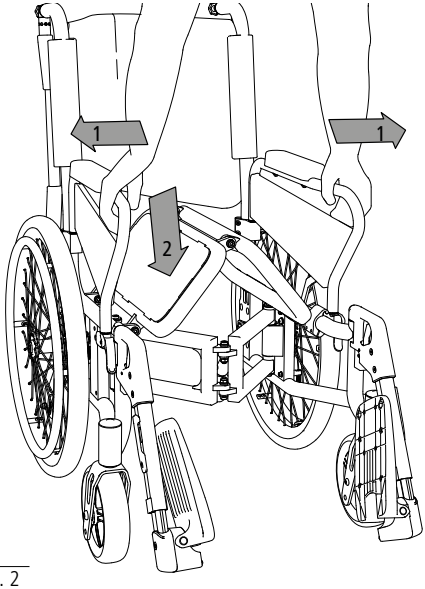

fig. 2
1. Posizionarsi davanti alla sedia, afferrare i tubi delle fiancate nella zona anteriore e spingerli verso l'esterno (1, fig. 2).
2. A seguire premere su una delle superfici di seduta verso il basso (2, fig. 2), con la mano piatta per aprire completamente la sedia.